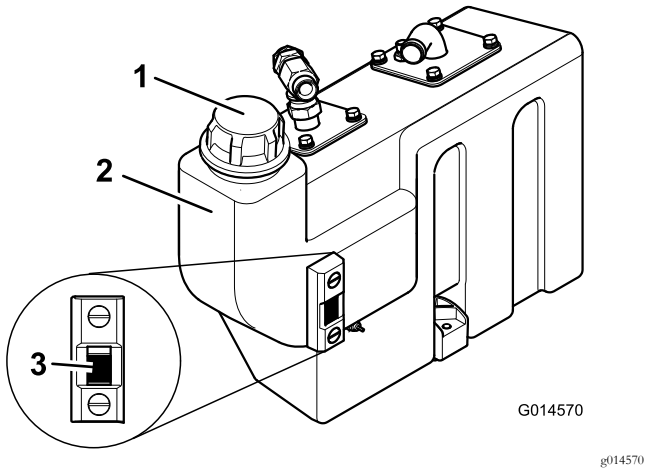

Figur 26
3. Gör rent omkring påfyllningsröret och hydraultanklocket (Figur 26) och ta bort locket om mer hydraulvätska behövs.